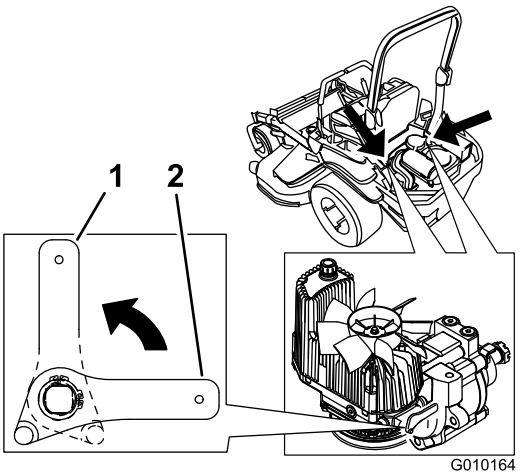

Figur 37
2. Vri løseventilspakene vertikalt for å skyve maskinen. Dette tillater at hydraulikkoljen passerer gjennom pumpen, og at hjulene ruller (Figur 37).
4. Vri løseventilspakene horisontalt for å kjøre maskinen (Figur 37).